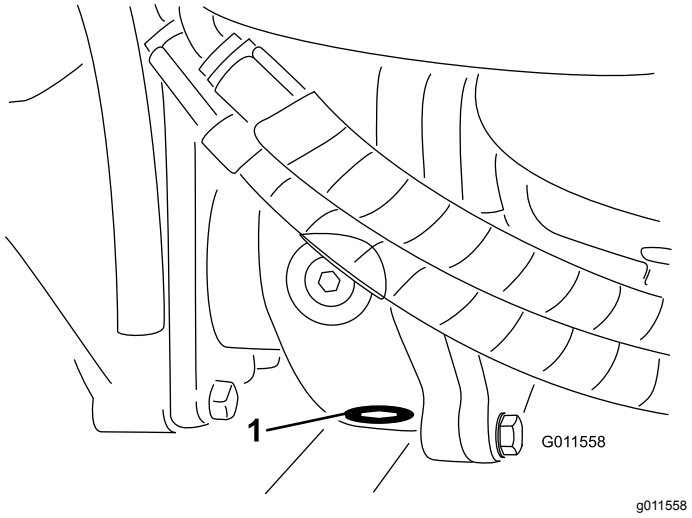

Figuur 91
5. Reinig de omgeving van de aftapplug aan de onderkant van de tandwielkast (Figuur 91).